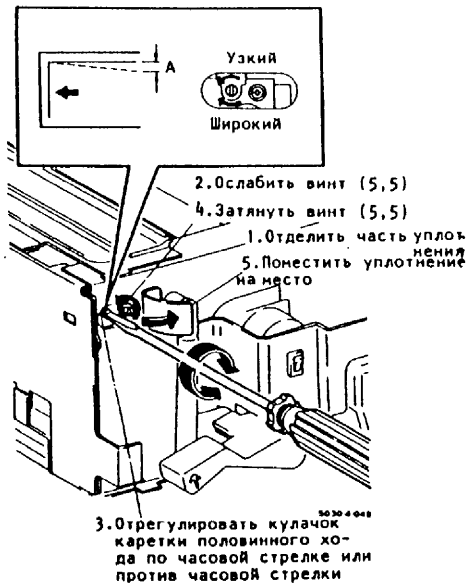

Рис.2. Регулировка оптического перекоса
4. (Рис.2): Регулировка оптического перекоса должна выполняться путем незначительного подъема передней стороны верхней крышки.